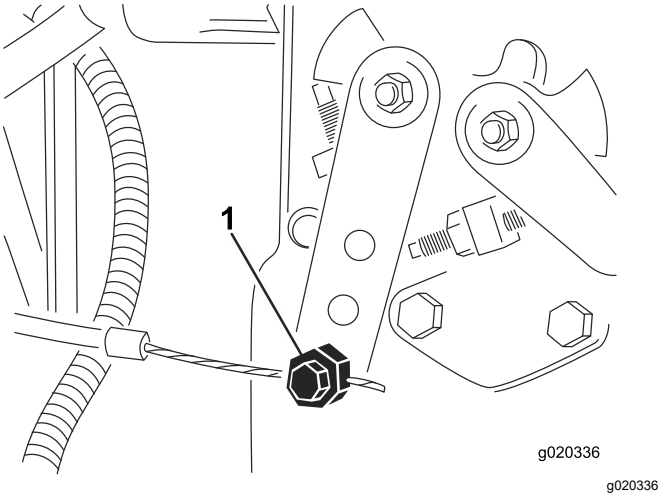

Figur 90
4. Løsn gaskabelforbindelsesdelen på indsprøjtningspumpens løftearm (Figur 90).